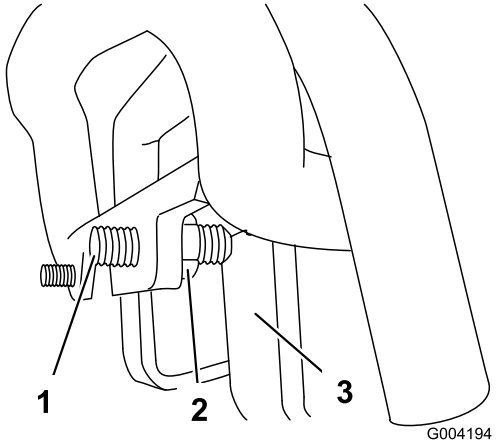

**Figur 57**
3. Lossa **höger** kontramutter och justera inställningsskruven framtill på drivreglaget (Figur 57) om maskinen drar åt **vänster**.
4. Lossa **vänster** kontramutter och justera inställningsskruven framtill på drivreglaget (Figur 57) om maskinen drar åt **höger**.